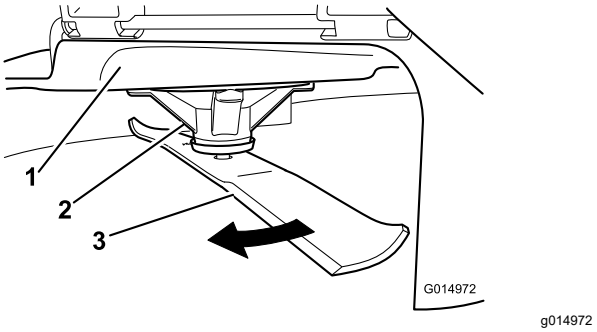

Figur 64
2. Bär tjocka vadderade handskar eller annat lämpligt handskydd och rotera långsamt kniven till ett läge så att du kan mäta avståndet mellan knivseggen och det plana underlag som maskinen står på (Figur 64).